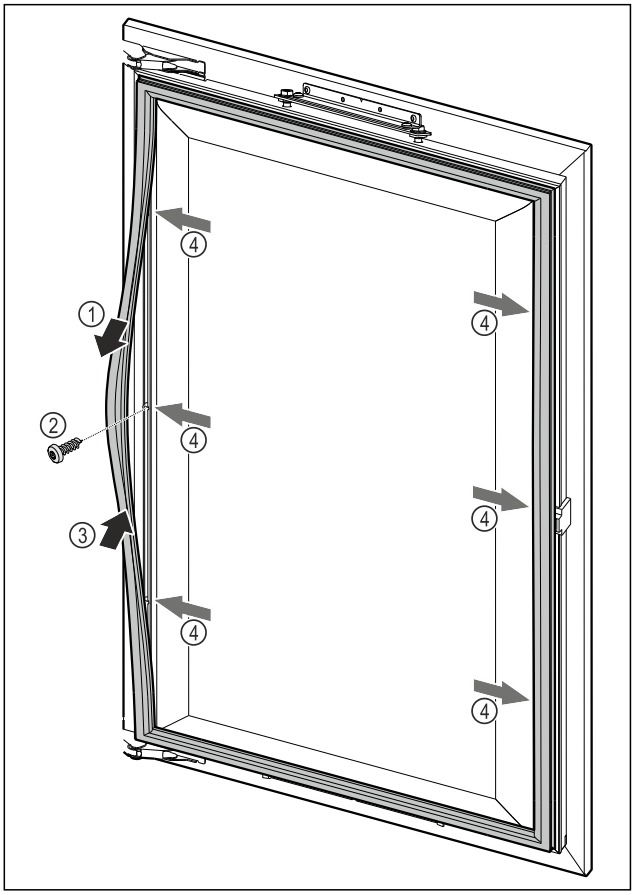

Fig. 107
▶ Magnettürdichtung punktuell lösen *Fig. 107 (1)*, Möbeltür durch das darunterliegende Bohrloch anschrauben *Fig. 107 (2)* und Magnettürdichtung wieder einrasten *Fig. 107 (3)*.
▶ Schritt an allen Befestigungspunkten *Fig. 107 (4)* wiederholen.